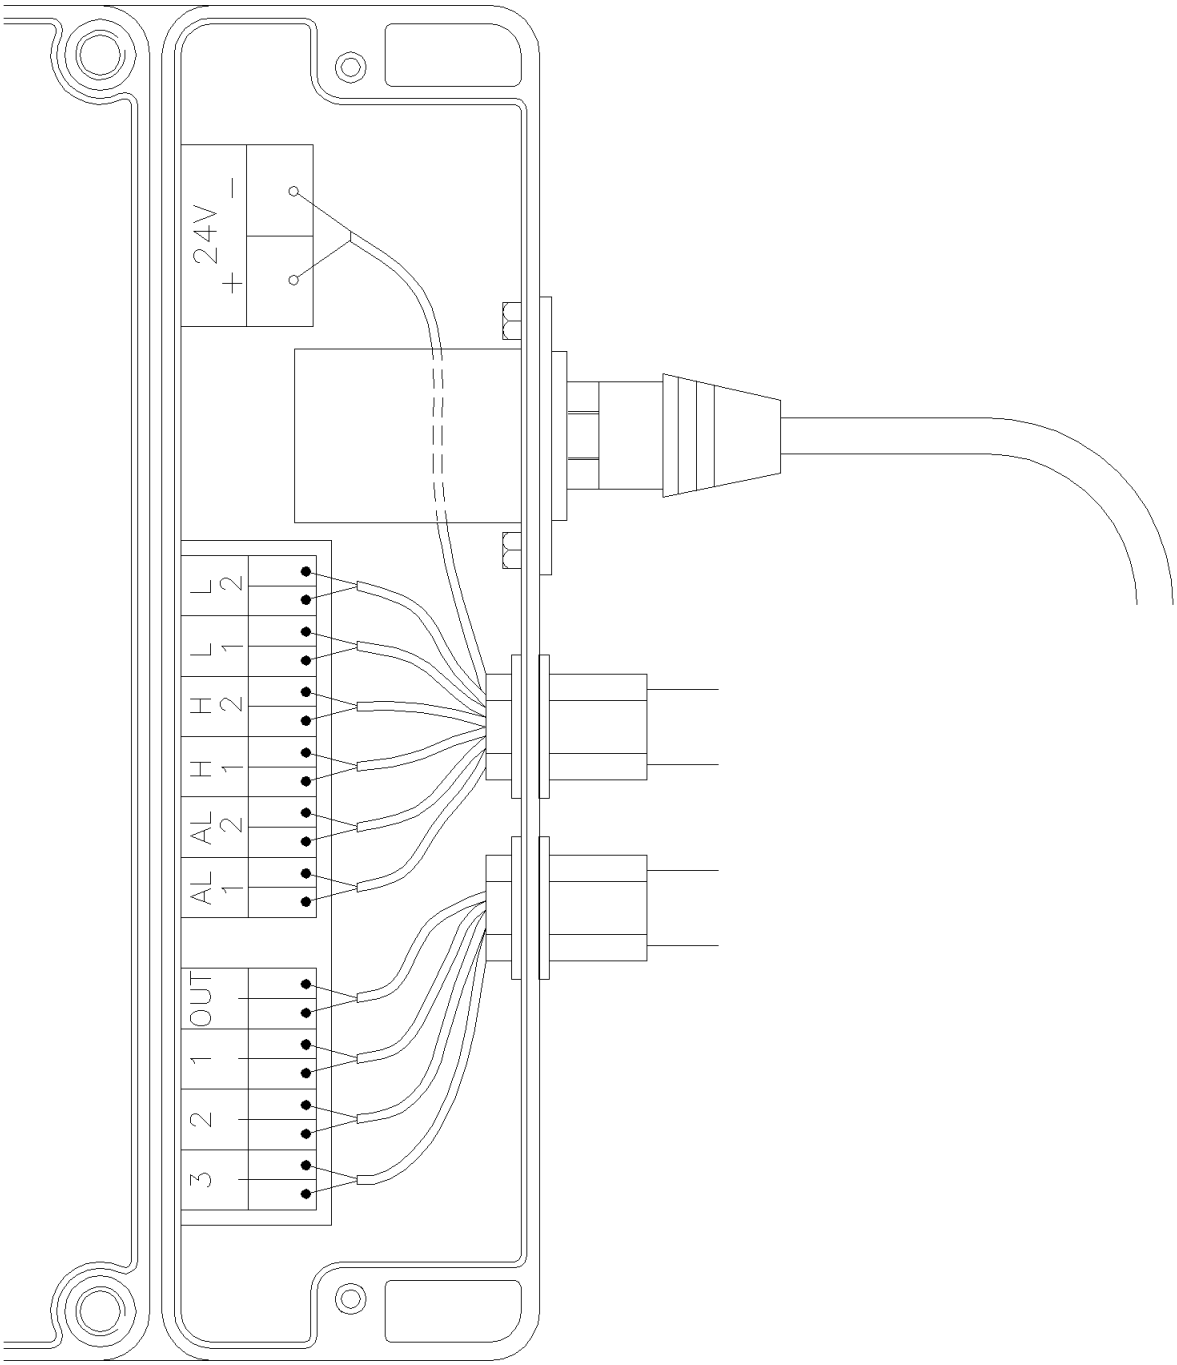

Fig.4 Electrical Connections
5.1.6 Make the electrical connections according to FIG.4 – ELECTRICAL CONNECTIONS.